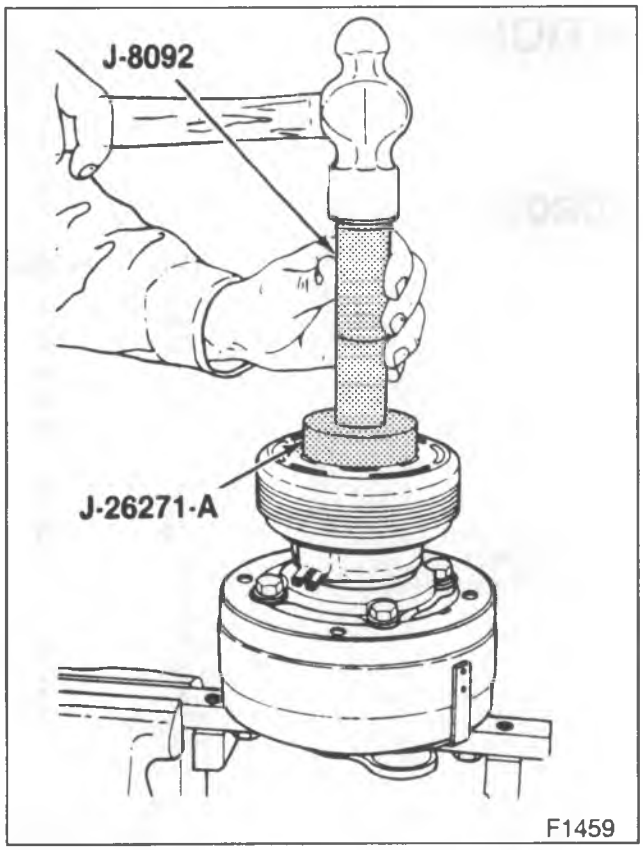

Figure 79 – Installing the Rotor and Bearing (Multi-Rib Type)
2. Rotor (5) and bearing (6) assembly to the compressor with J 26271-A and J 8092 (figure 79).
3. Retainer ring (4) with J 6083.
4. Clutch drive hub (3).